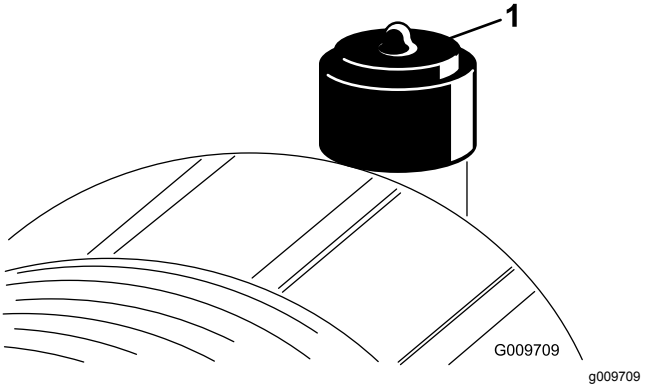

Figur 73
Overhal filteret på luftrenseren kun når indikatoren (Figur 73) tilsier det. Hvis du skifter filteret før det er nødvendig, øker det bare risikoen for at det kommer inn smuss i motoren når filteret er fjernet.
2. Tilbakestill indikatoren (Figur 73) hvis den viser rødt.